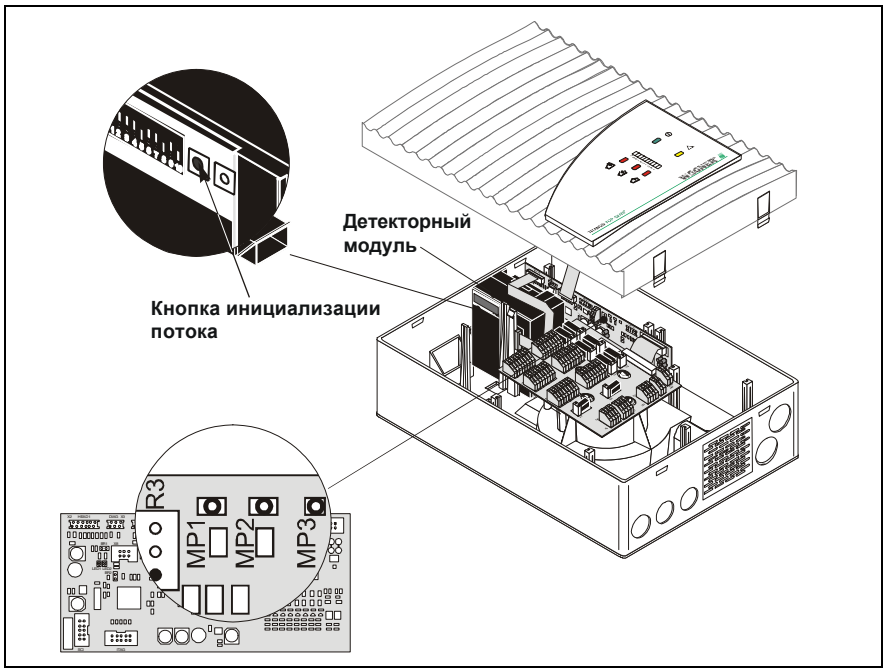

Рис. 7.2: Настройка датчика воздушного потока без учёта давления воздуха в TITANUS TOP-SENS®
4. Нажмите кнопку инициализации потока «Flow-Init» S2 на детекторном модуле TITANUS TOP-SENS® (см. Рис. 7.2).